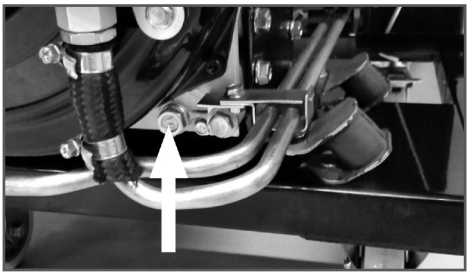

Рис. 14 Пробка для слива масла
5. Открутите пробку (Рис. 14) для слива масла и слейте отработанное масло в подготовленную для этого емкость.